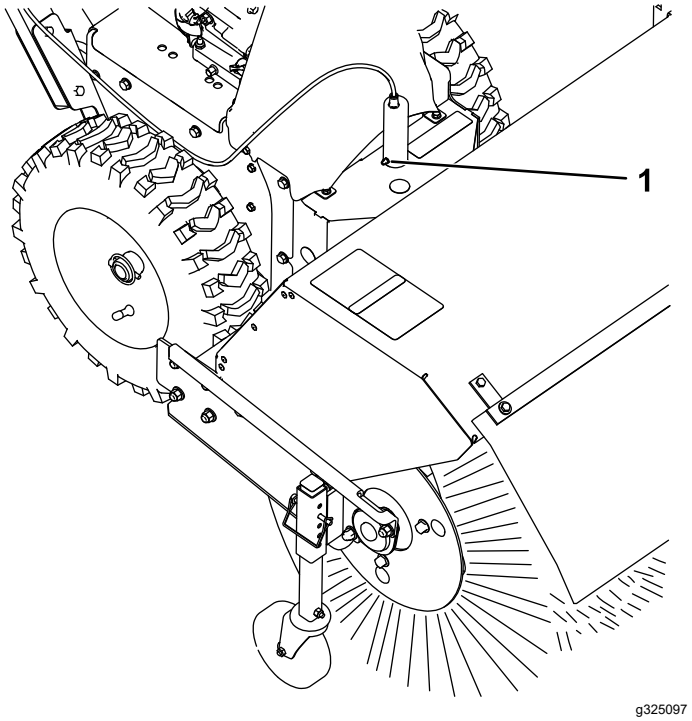

**Figur 23**
1. Smør fittingen til kostens vinkellåsestift med litiumfedt nr. 2 (Figur 23).